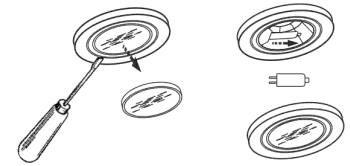

рис. 11
8.6.2 Замена галогенной лампы (рис. 11):